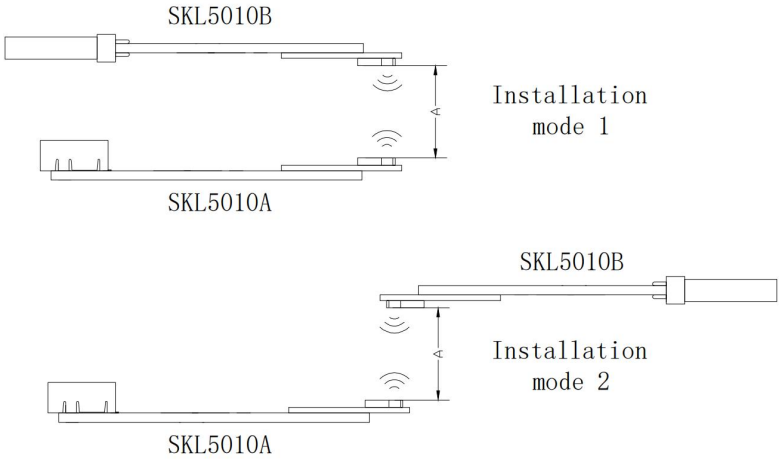

Figure 7. Opposing antenna faces and 0° / 180° mounting orientations
(3) Place the antenna faces opposite each other with centers aligned. Use a relative orientation of 0° or 180° as shown in Figure 7. Use an initial spacing of approximately 20 mm and keep installation spacing below 60 mm. For mechanical integration, a spacing no greater than 30 mm and lateral offset no greater than 5 mm are recommended.
(4) Observe both indicators. Once the wireless link is established, check whether the host recognizes the USB device, then access files or perform normal operations appropriate to that device. If it is not recognized, follow the checks in Section 9.